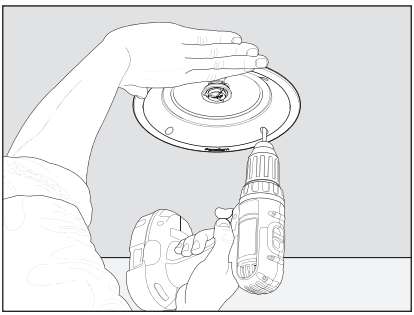

Fig. 3d
4) En soutenant le montage d'une main, serrez chaque vis (Fig. 3d et 4e). Arrêtez de serrer lorsque vous sentez une résistance.